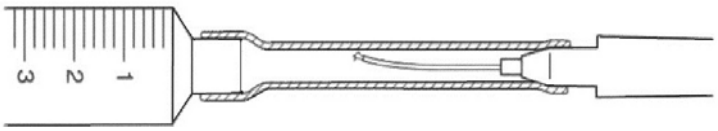

Figure 1 – Utiliser la seringue de nettoyage fournie à cet effet.
3) Placer délicatement le tube en silicone sur l'extrémité de l'instrument, puis le fixer sur le manche, en prenant soin de ne pas endommager les embouts fragiles. Voir la Figure 1 ci-dessous.